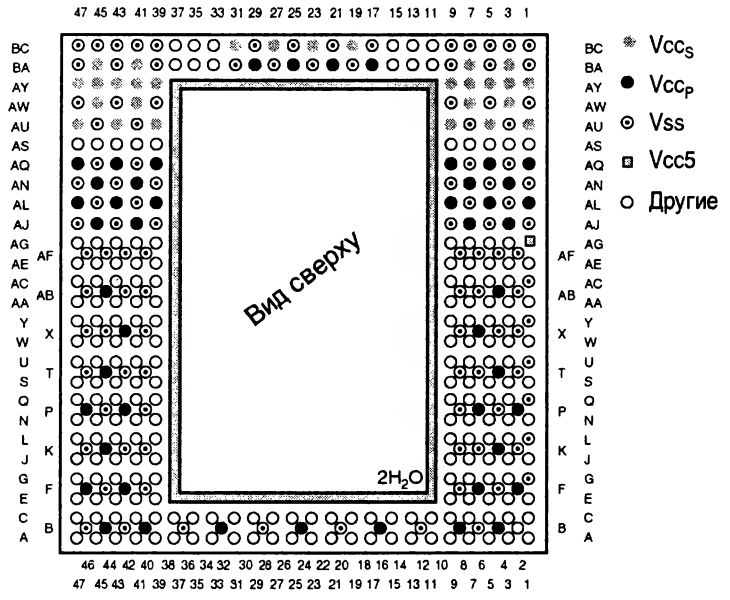

Рис. 3.15. Гнездо типа Socket 8 (вид сверху)
Socket 8 — гнездо SPGA, с огромным количеством (387) штырьков! Оно было специально разработано для процессора Pentium Pro с интегрированным кэшем второго уровня. Дополнительные штырьки должны позволить набору микросхем системной логики (чипсету) управлять кэшем второго уровня, который интегрирован в один корпус с процессором. Расположение выводов гнезда Socket 8 показано на рис. 3.15.